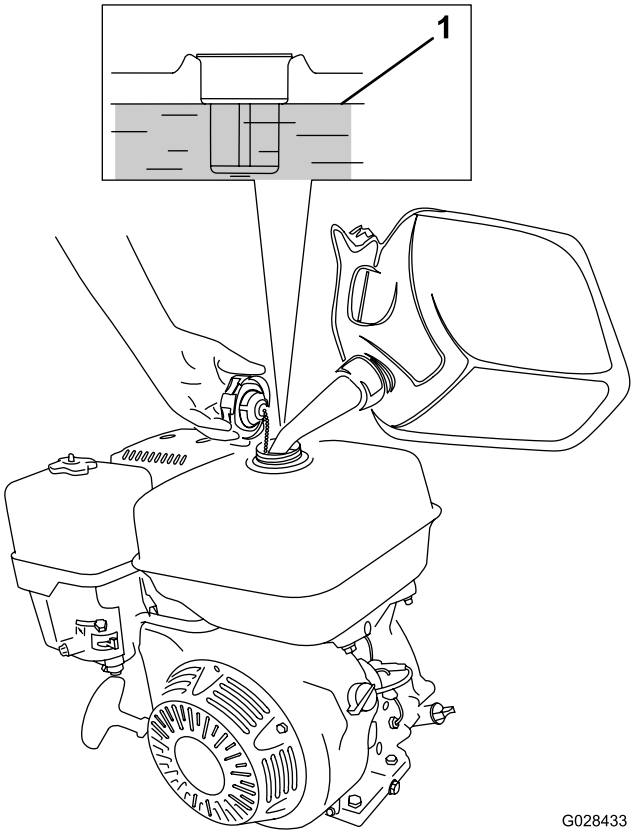

Rysunek 16
1. Wyczyść okolice korka wlewu paliwa i zdejmij korek ze zbiornika (Rysunek 16).